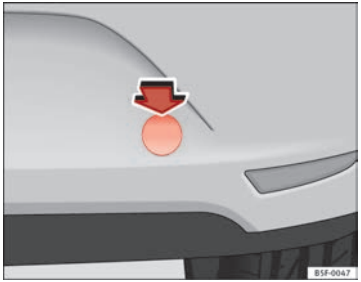

Fig. 134 Right side of the rear bumper: cover cap
– To remove the bumper cover, press the *upper* side of the cover inwards -arrow- and remove the cover by levering on the *left* side ⇒ Fig. 134.